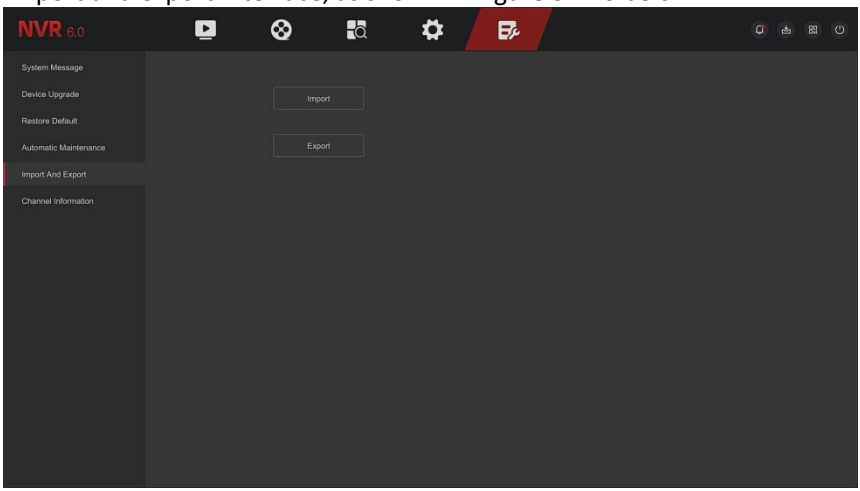

Figure 5-126
Step 1: In the main menu, choose"Maintain →Import And Export" to enter import and export interface, as shown in Figure 5-126 below.